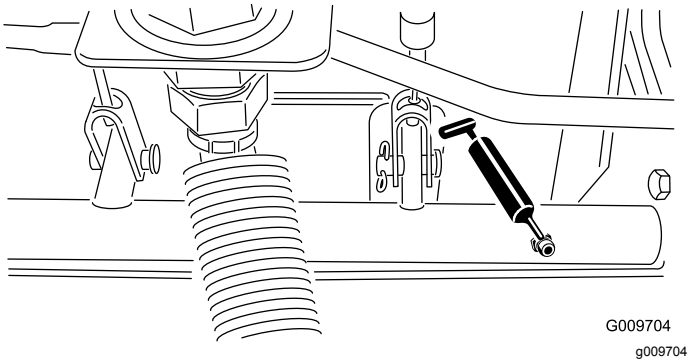

Figuur 43
- Lagers van draaipunt van remas (5) (Figuur 43)